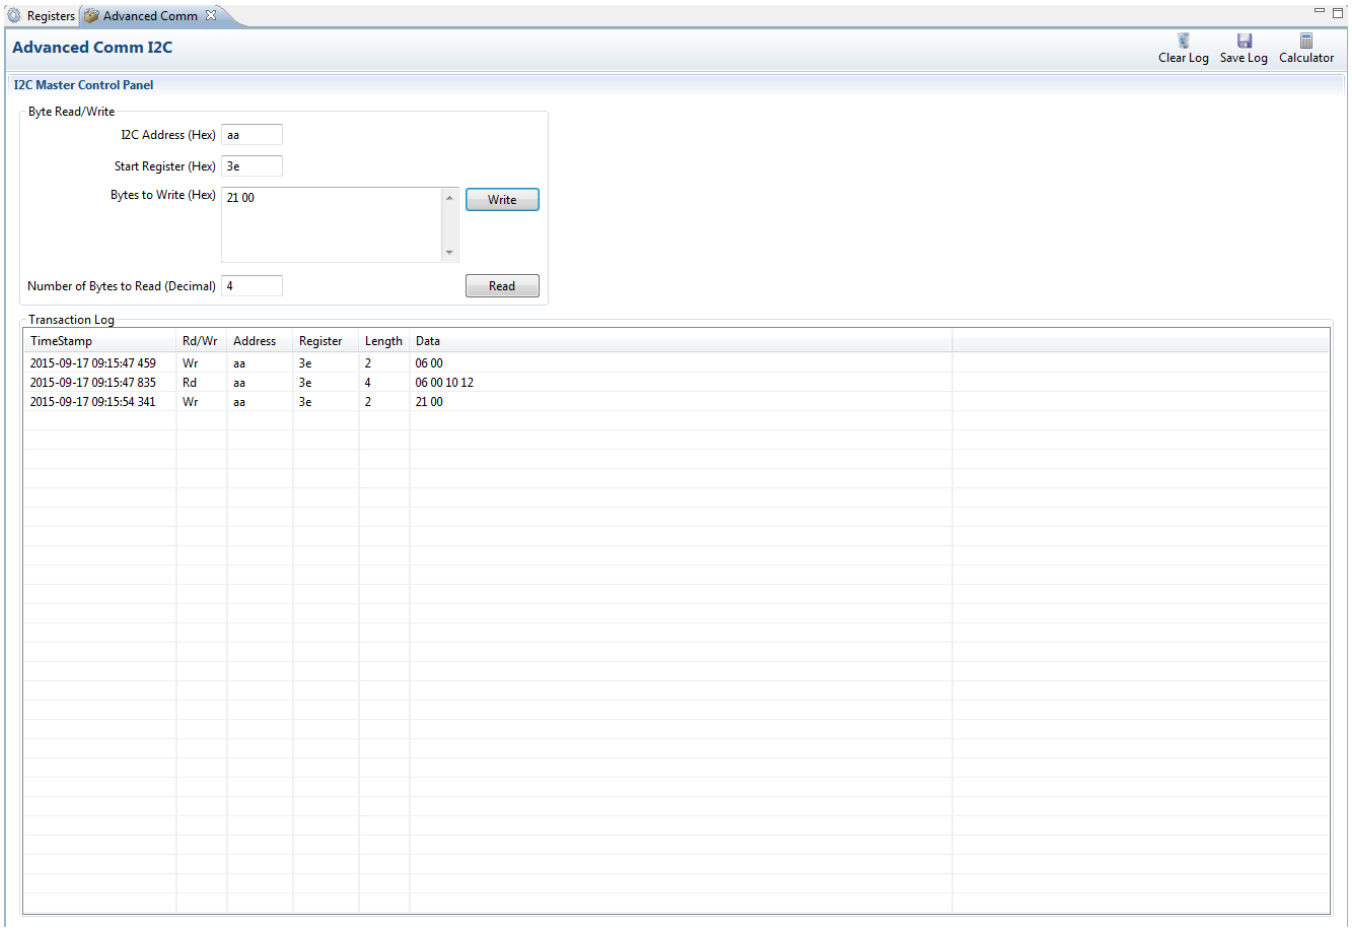

Figure 10. Advanced Comm I²C Screen
Press the **Advanced Comm I2C** button to select the **Advanced Comm I2C** window. This tool provides access to parameters using I²C and Manufacturing Access commands. See Figure 10. The transaction log screen shows the history of sent commands.
- Write to mac address 3e Command 06 00 (see Figure 10).
- Write to mac address 3e command 21 00 (see Figure 10).